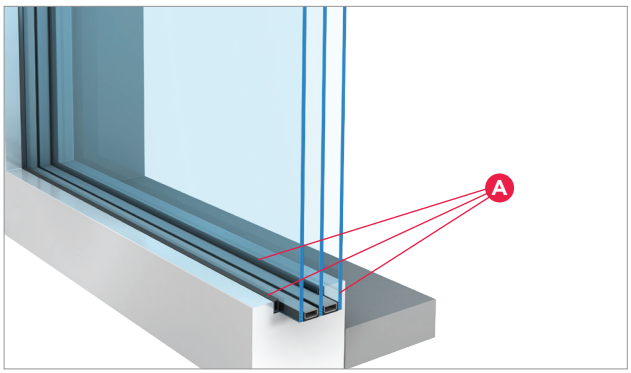

Rysunek 1. Rama z zaznaczonymi uszczelkami "A"
13. Istnieje konieczność stosowania uszczelki/opaski/podkładki do mocowania produktu EGLAS IGU (wersja zespolona), która zapewni izolację elektryczną i szczelność przed dostaniem się wilgoci (Rysunek 1).